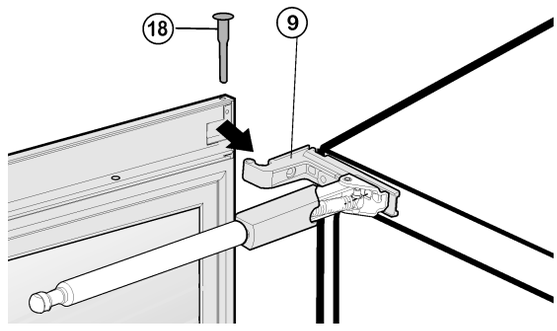

Fig. 18
- At the top, move the door over the turn hinge *Fig. 18 (9)* and insert the *Fig. 18 (18)* bearing pin.